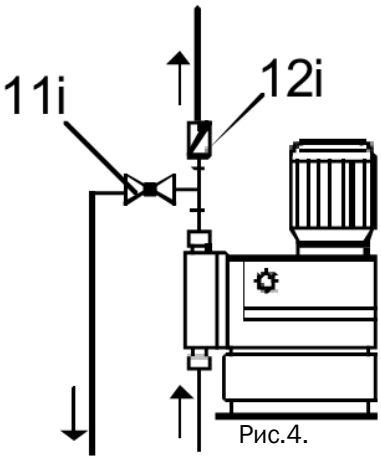

Рис.4.
• Для облегчения деаэрации дозирующей головки установите шаровой клапан (11i) с байпасной линией (назад в дозирующий бак) непосредственно после нагнетательного клапана (рис. 4).
• В случае длинных нагнетательных линий, установите в нагнетательную линию обратный клапан(12i) (рис.4).